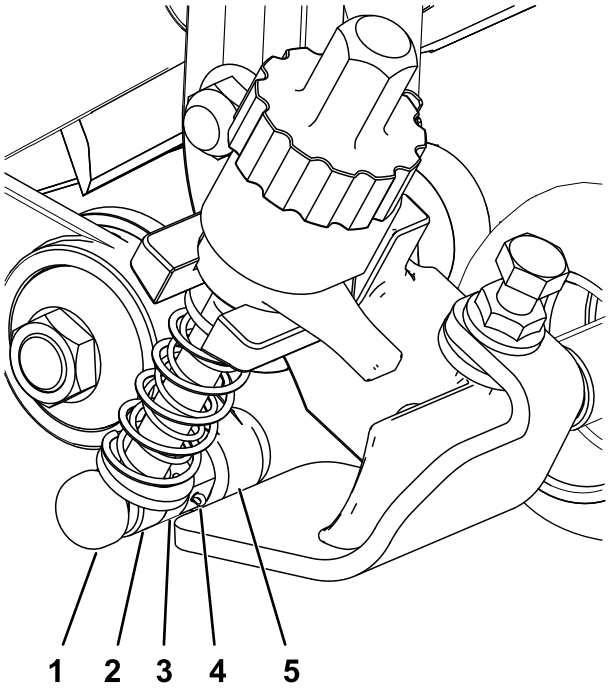

Figuur 12
3. Lijn aan de zijde van de spanpoelie de stang van de stelarm van de maaihoogtebeugel uit met de instelhuls op de spanpoelie; zet vast met een stelpen en een borgpen (Figuur 12).